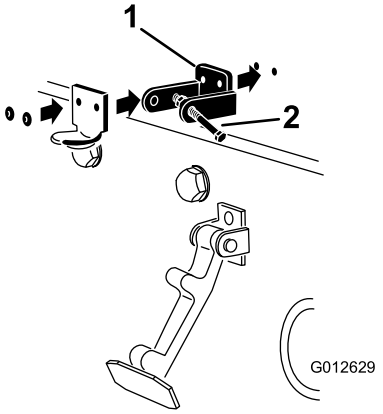

Figur 13
3. Plasser CE-låsebraketten og panserlåsbraketten på panseret på linje med monteringshullene. Låsebraketten må være mot panseret (Figur 13). Ikke fjern bolten og mutteren fra låsebrakettarmen.
5. Nagle brakettene og skivene til panseret (Figur 13).